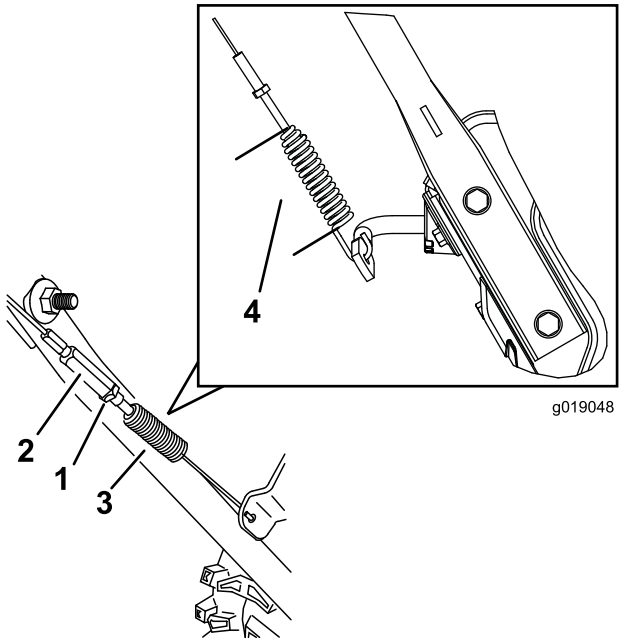

Рисунок 38
4. Затяните контргайку (Рисунок 38), убедившись, что имеется небольшое натяжение тросика.